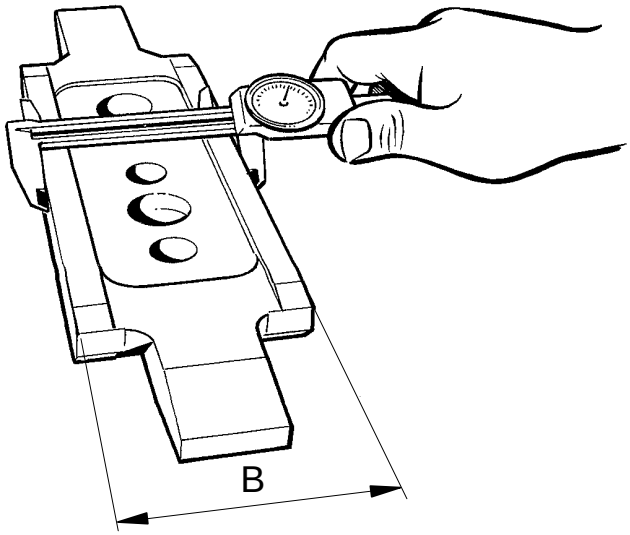

Fig. 5
- **Distance B:** Measure the width of the pressure plate, see fig. 5. Record the result.